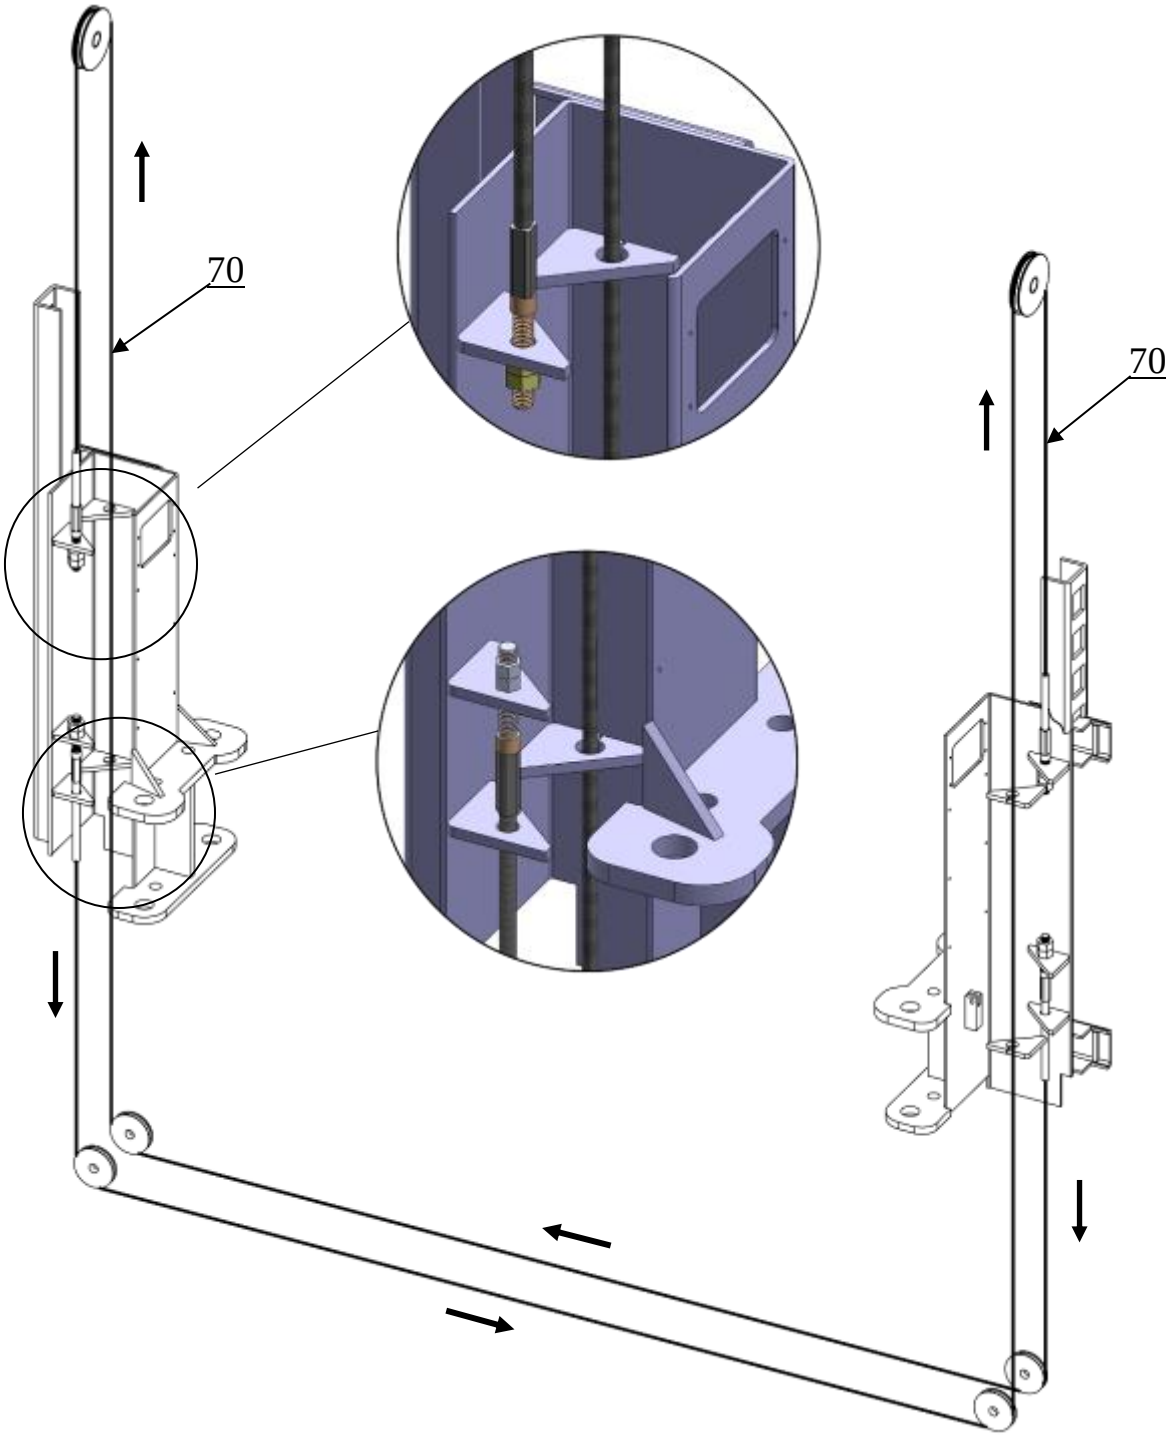

Rys. 11
2.2. Przeprowadź liny zgodnie z kierunkiem strzałek **(Patrz rys. 11)**.